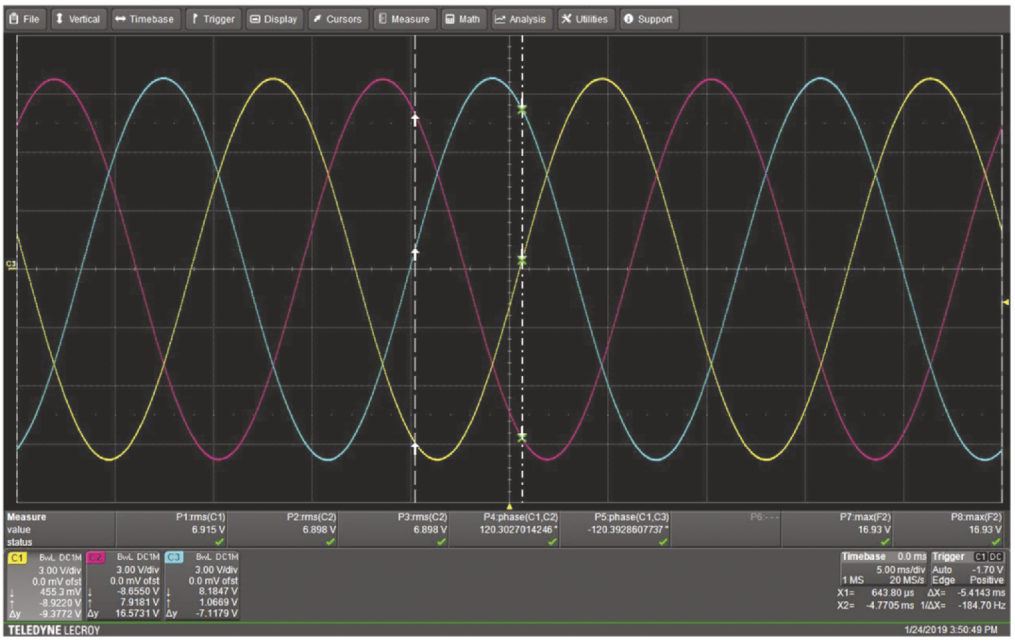

**FIGURE 3.52** (Steps 12 and 13) Correct waveforms of three voltage phases. Your voltages should be close to $V_p$ = 7.0 V. ⏎
Use the measurement capability to help you make accurate readings of voltages. Amplitude first: Select **Measure** along the top menu, then **Measure Setup**. The list is shorter if you select **Vertical**. For **P1**, select **Maximum** under **Measure** and **C1** under **Source**. You will see the measurement under the trace window. Once the measure bar shows up, you can just press the boxes. Repeat for **P2** for CH2, and **P3**, for CH3. Using the potentiometers and the alignment tool, set the three phase voltages as close to 7 $V_p$ as possible. See Fig. 3.52 for the correct waveforms.
13. **Aligning the 3PG phases.** Now, the phase between each leg isn't yet aligned to the required 120°. You will configure the phases by adjusting potentiometers for phases B and C until the phases between Ph-A to Ph-B and Ph-A to Ph-C are as close as possible to ±120°. If you are having trouble, check to make sure that **Invert** is not checked on any of the channels. Use a measurement function to measure the phase differences between A and B as well as A and C as follows. Using the menus, select **P4**, **Horizontal** (to make the screen less cluttered) and slide down to select **Phase**. Now you can select the two channels and relative directions to compare. Select the phase voltages A to B, i.e., **C1** and **C2**. Set **P5** for **C3** to **C1** (if you get the order backwards, it will read negative phase). Carefully turn the potentiometer for Phase B until the phases are 120° apart. Now adjust phase C until 120° is shown and the waveforms look like Fig. 3.52.